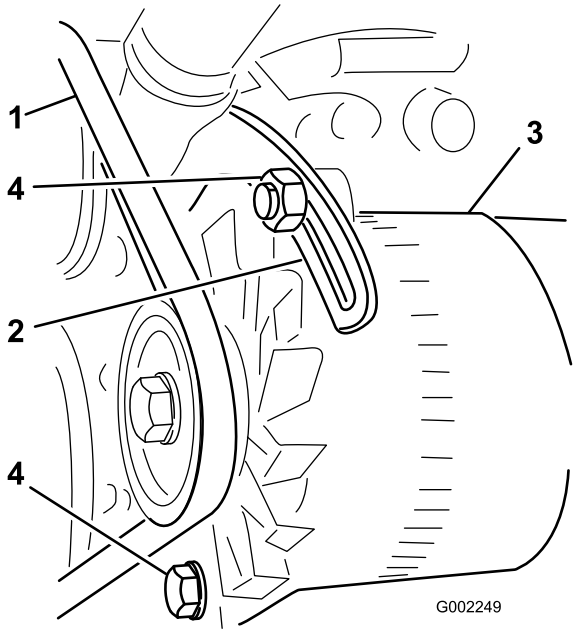

Figur 55
3. Løsne skruene som fester avstiveren til motoren og skruen som fester vekselstrømsgeneratoren til avstiveren (Figur 55).